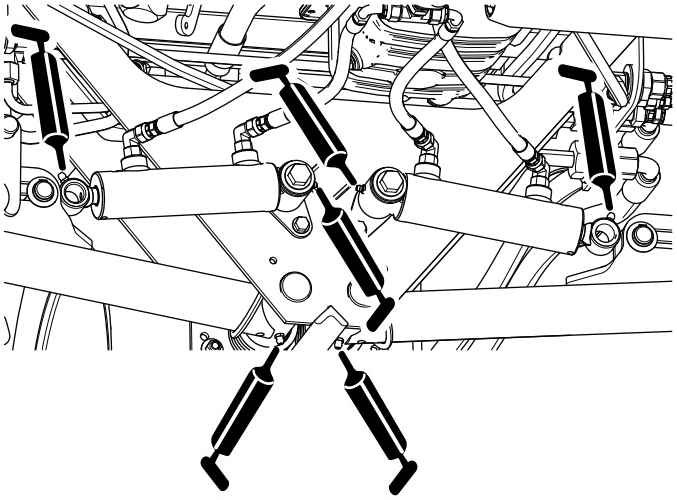

Figure 50
- Pivots de bras de levage arrière et vérins de levage (4 chacun) ; voir Figure 50.